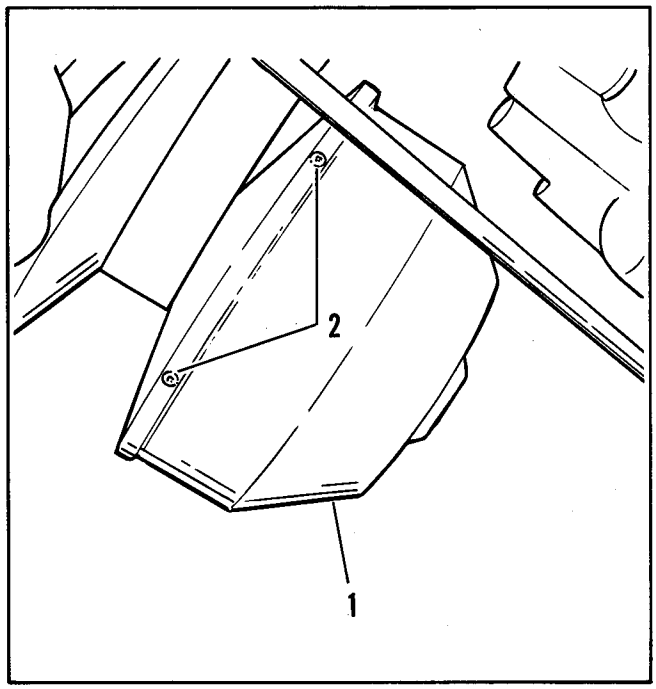

Figure 76 - Primary Drive Cover
e. See Figure 76. Remove primary drive cover screws (2), pull cover (1) off.
c. Install washer (7), lockwasher (8) and bolt (9) into stem. Install primary onto crankshaft taper and thread bolt (9) by hand. Hold primary as described in NOTE under Step f of Disassembly and tighten bolt (9) to 38-48 ft.-lbs. torque.
d. See Figure 76. Install cover (1), screws (2) and plug (3).